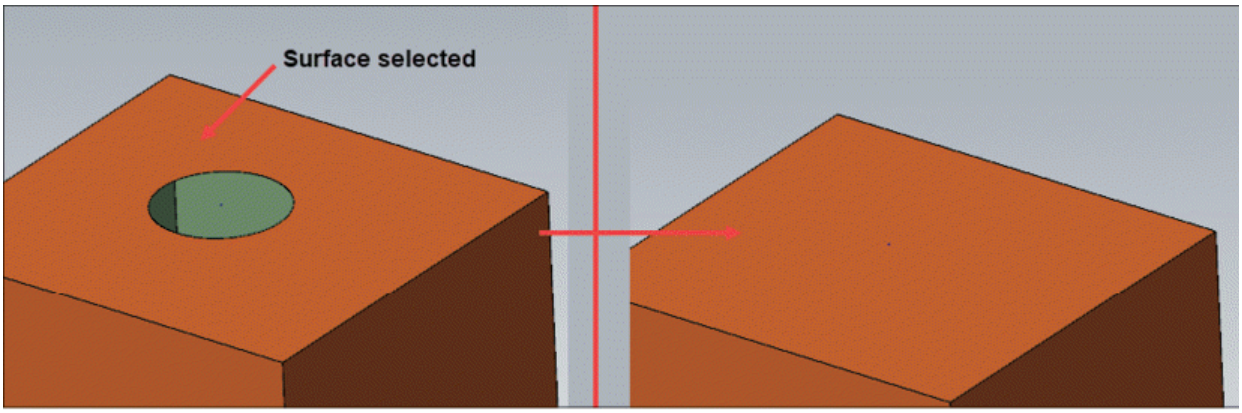

Figure-70. Preview of untrimmed surface
- Select the surface which was trimmed from the 3D view. Preview of untrimmed surface will be displayed; refer to Figure-70.